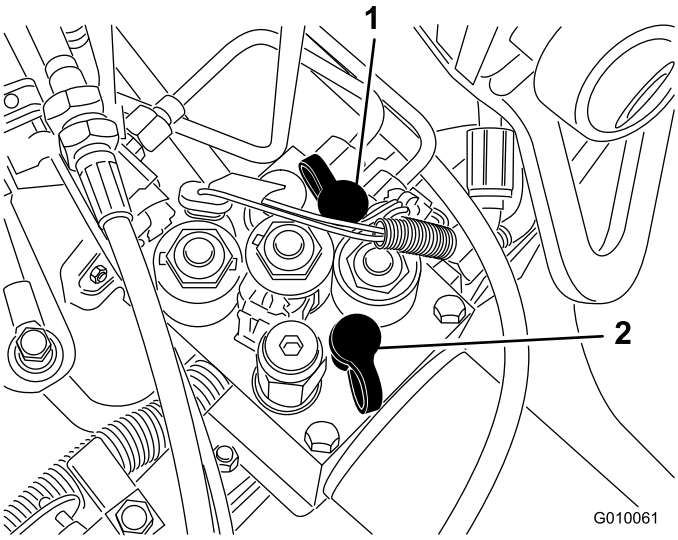

**Figur 61**
- Teståpning G 2 (Figur 61) brukes til å hjelpe til med feilsøking i trekkmatingskretsen.
- Teståpning G 1 (Figur 61) brukes til å hjelpe til med feilsøking i trykket i løftekretsen.